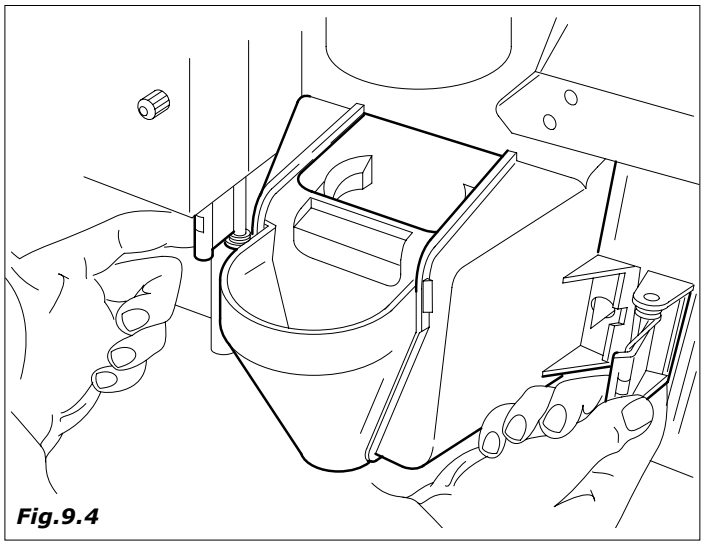

Fig.9.4
– zona distribuição *(Fig.9.4)*